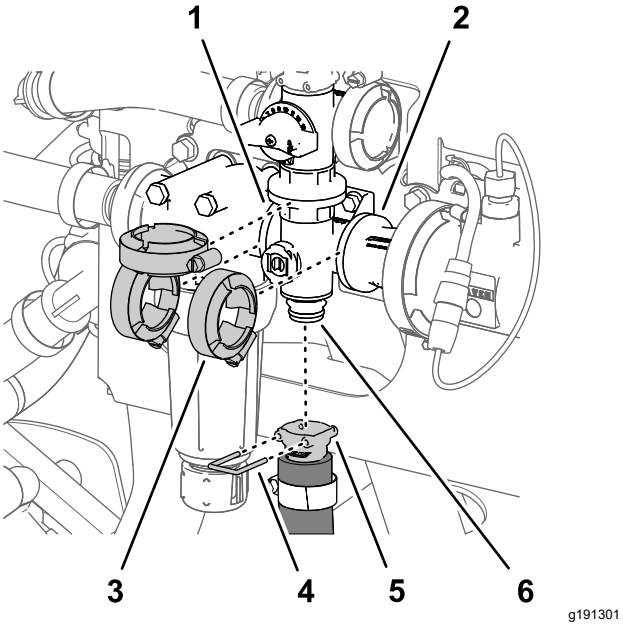

Figure 125
1. Remove the quick connect pin that secures the quick-connect coupler for the agitation hose to the manifold for the agitation valve (Figure 125).
2. Remove the 3 flange clamps that secure the agitation-valve manifold to the flanges of the pressure-filter head and the coupling adapter (Figure 125).